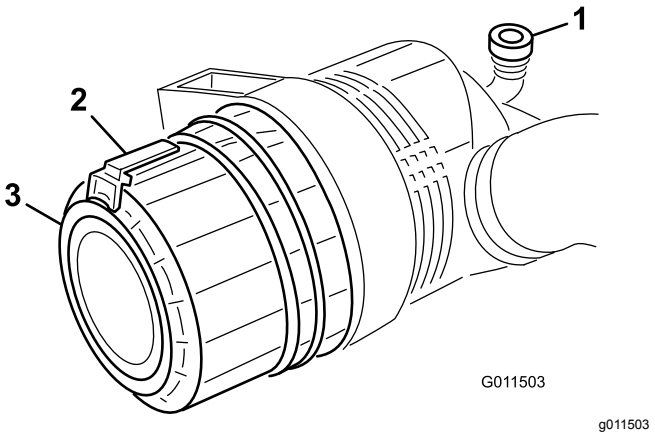

Figur 71
1. Træk låsen udad, og drej luftfilterdækslet mod uret (Figur 71).
7. Monter dækslet, så gummiudløbsventilen (Figur 71) vender nedad – i en position mellem ca. klokken 5 og klokken 7 set fra enden. Fastgør låsen.